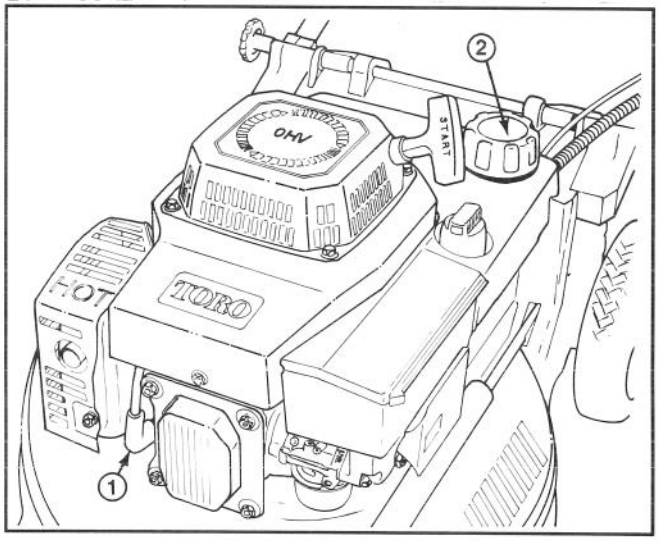

Abbildung 17
1. Den Motor abstellen und auskühlen lassen und das Kabel von der Zündkerze abziehen (Abb. 17).
1. Den Motor abstellen und das Kabel von der Zündkerze abziehen (Abb. 17). Beim Startschlüssel-Modell den Schlüssel aus dem Schalter ziehen.
2. Den Tankverschluß abnehmen (Abb. 17) und das Benzin mit einer Saugpumpe in einen sauberen Benzinkanister abpumpen.